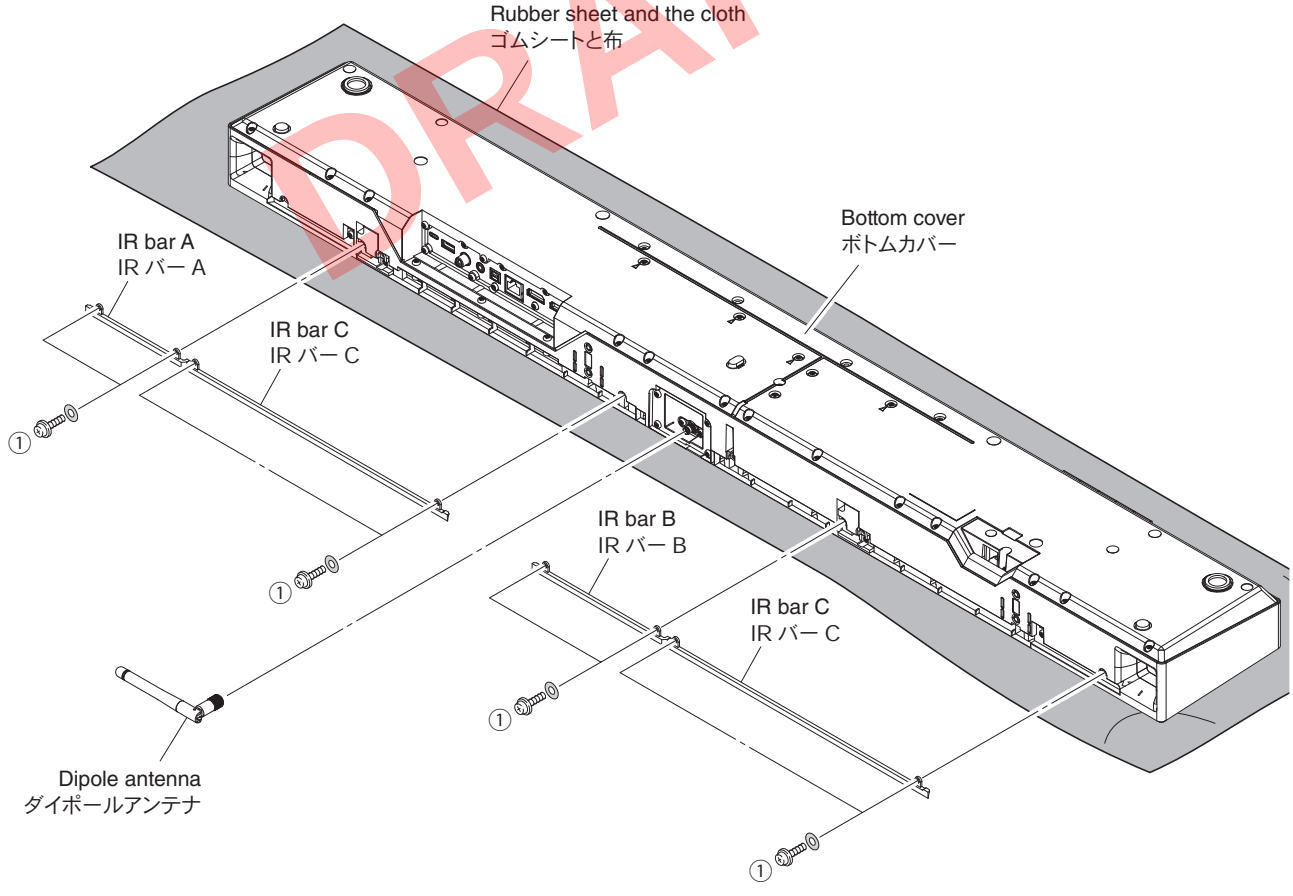

Fig. 1
1. Removal of IR Bar (Fig. 1)
c. Remove 8 screws (①).
1. IR バーの外し方（Fig. 1）
c. ① のネジ 8 本を外します。